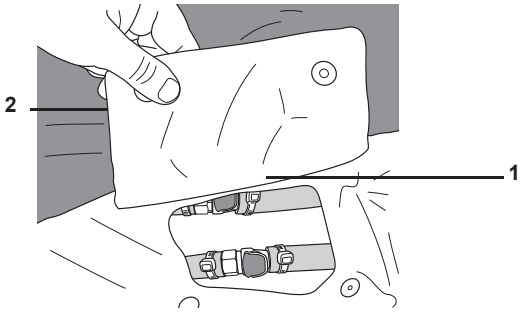

Figura 12: Solapa de extensión
1. Localice la solapa de extensión situada en el extremo del colchón correspondiente a los pies del paciente, en el lado derecho. Desencaje la solapa y levántela (figura 12, elemento 2) para acceder a los dos conjuntos de conectores (1) del colchón de aire.